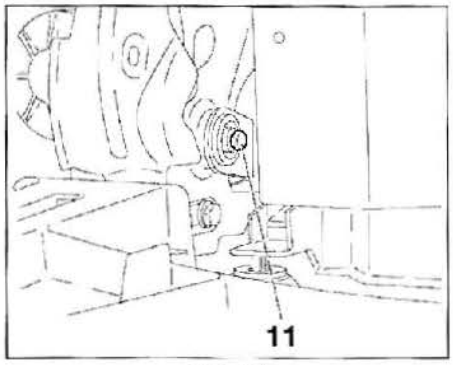

FIG. 17
• Desmontar el tornillo (10).
- el tornillo (11) **(fig. 17)**,
- las tuercas (7),